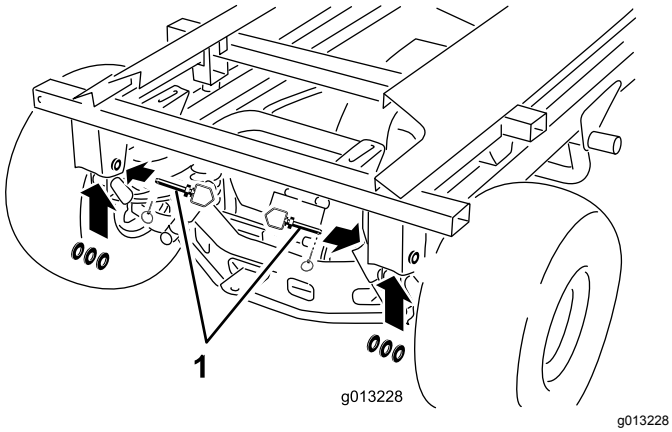

**Figur 50**
10. Fjern de bakre ringstiftene, festetappene og skivene (Figur 50).